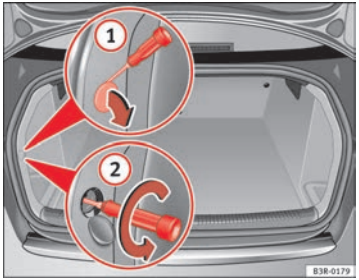
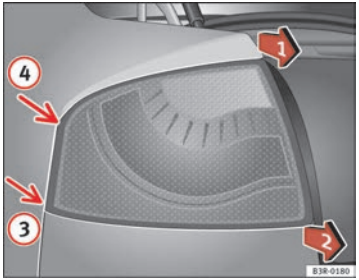

Fig. 213 Luggage compartment: Location of the bolt securing the rear light
Fig. 214 Removing rear light from side panel ▶
– Prise open the cover at the slot with the screwdriver ⇒ page 270, fig. 213 (1).
– Use the screwdriver to loosen the screw (2) (arrow) located behind the cover.
– Gradually ease the rear light out of the housing (⇒ page 270, fig. 214 positions (3) and (4)) by pulling alternately in positions (1) and (2).